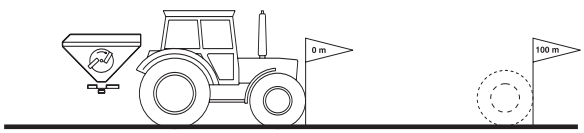

Fig. 26
1. On the field, measure out a calibration distance of exactly 100 m. Mark the start and end point of the calibration distance (Fig. 26).